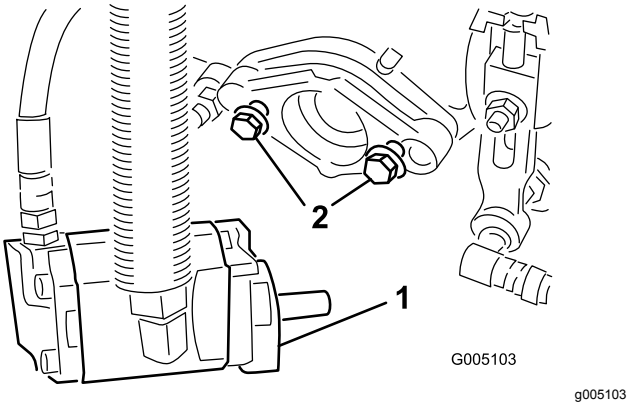

Figur 10
6. Kontrollera att cirka 13 mm av gängorna syns på alla fästskruvar till cylinderdrivmotorn (Figur 10).
8. **Dra åt fästbultarna** (Figur 10).